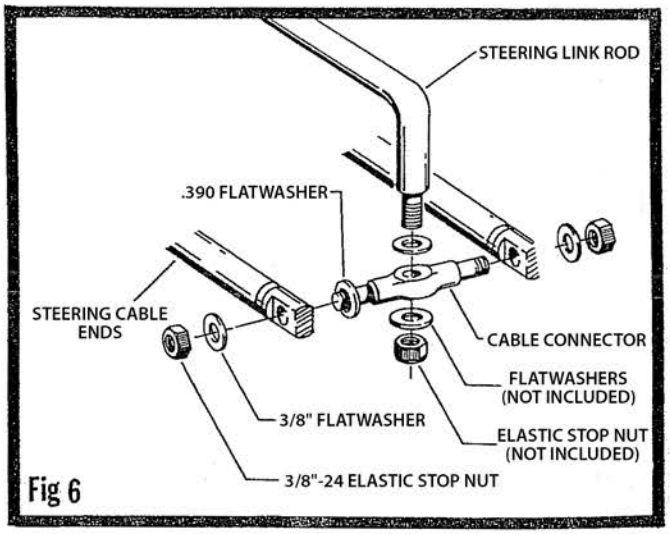

Fig 6
A. Install cable connector on to the ends of the steering cables and secure with 3/8" flat washers and self-locking nuts. Tighten nuts to 20 ft./lbs. of torque. See Figure 6.
B. Tighten mounting bracket bolts to 100 in./lbs. of torque. See Figure 6.